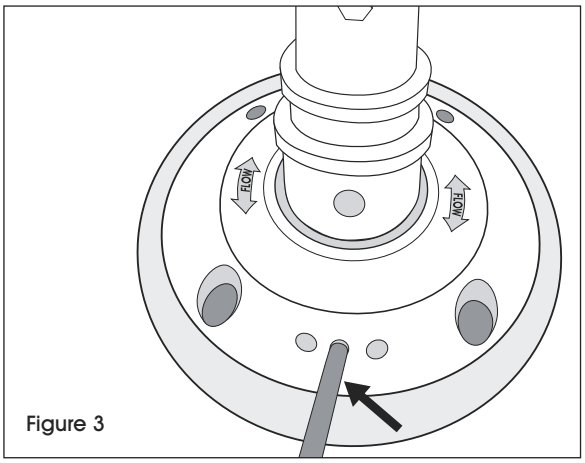

Figure 3
6. Using a hammer or rubber mallet, insert steel pin into the center hole to secure the post to the base. (See Figure 3)